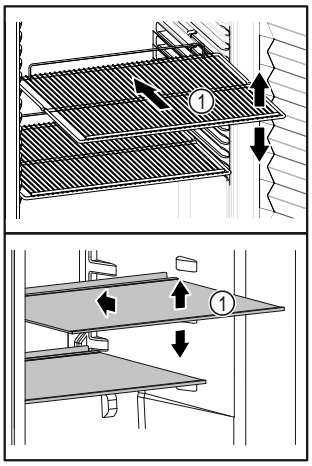

Fig. 65 Reprezentare exemplificativă
- ❑ Dacă polițele *Fig. 65 (1)* pot fi mutate, adaptați-le în funcție de înălțime.